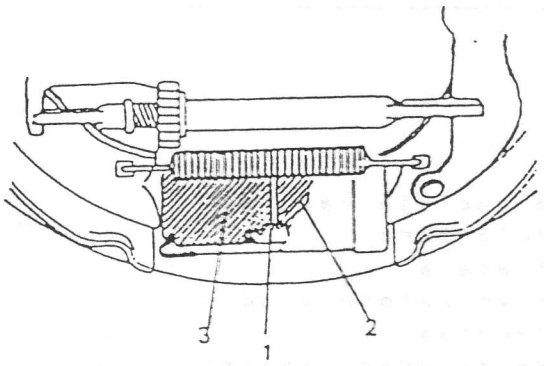

Fig. 19-11 Plato portazapatas del L/I
En cada cilindro de rueda trasera se instalan dos pistones, dos cueros y un muelle (1) intercalado entre ambos pistones. Al pisar el pedal del freno, la presión del líquido es aplicada a la cámara existente entre los pistones (2) y (3). Esta presión desplaza el pistón (3) hacia la izquierda, y el (2) hacia la derecha (Ver Fig. 19-11). De esta forma ambos pistones presionan las zapatas contra el tambor produciéndose así la frenada de la rueda.